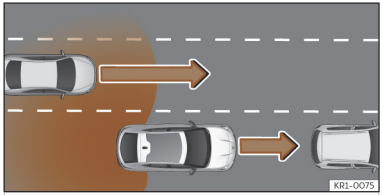

Abb. 145 Überholen mit Verkehr im hinteren Bereich.
- Bei einer Überholung durch ein anderes Fahrzeug ››› **(Abb. 145)**.